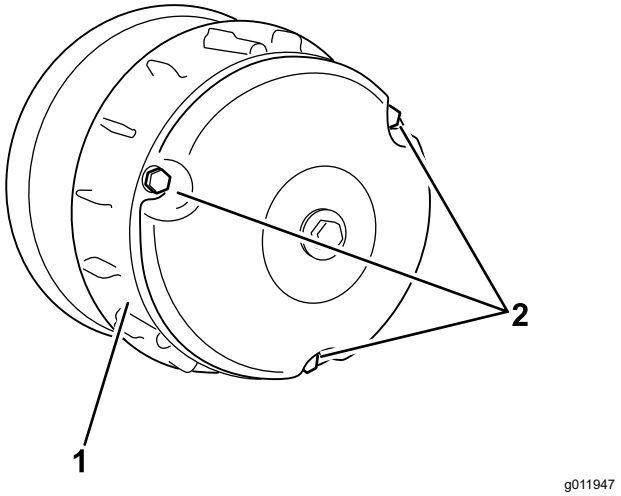

Figur 61
2. Afmonter de 3 bolte, der fastgør dækslet til koblingen, og afmonter dækslet (Figur 61).
4. Monter koblingens dæksel, og fastgør det med de 3 bolte (Figur 61), du fjernede i 2.